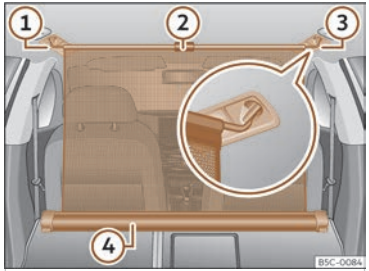

Fig. 198 In the luggage compartment: partition net hooked into the rear seat backrests.
- Pull up handle ››› **Fig. 198** ② to remove the net from the casing ④.
- Hook in the partition net on the right or left side ››› **Fig. 198** ③ (magnified image).
- Hook in the partition net into the housing on the other side ››› **Fig. 198** ① by pulling the rod.
The partition net is properly assembled when the T-shaped ends are firmly secured in the corresponding housings ››› **Fig. 198** ③ and ①.
- Roll up the net into the casing ››› **Fig. 198** ④ lowering it with your hand.